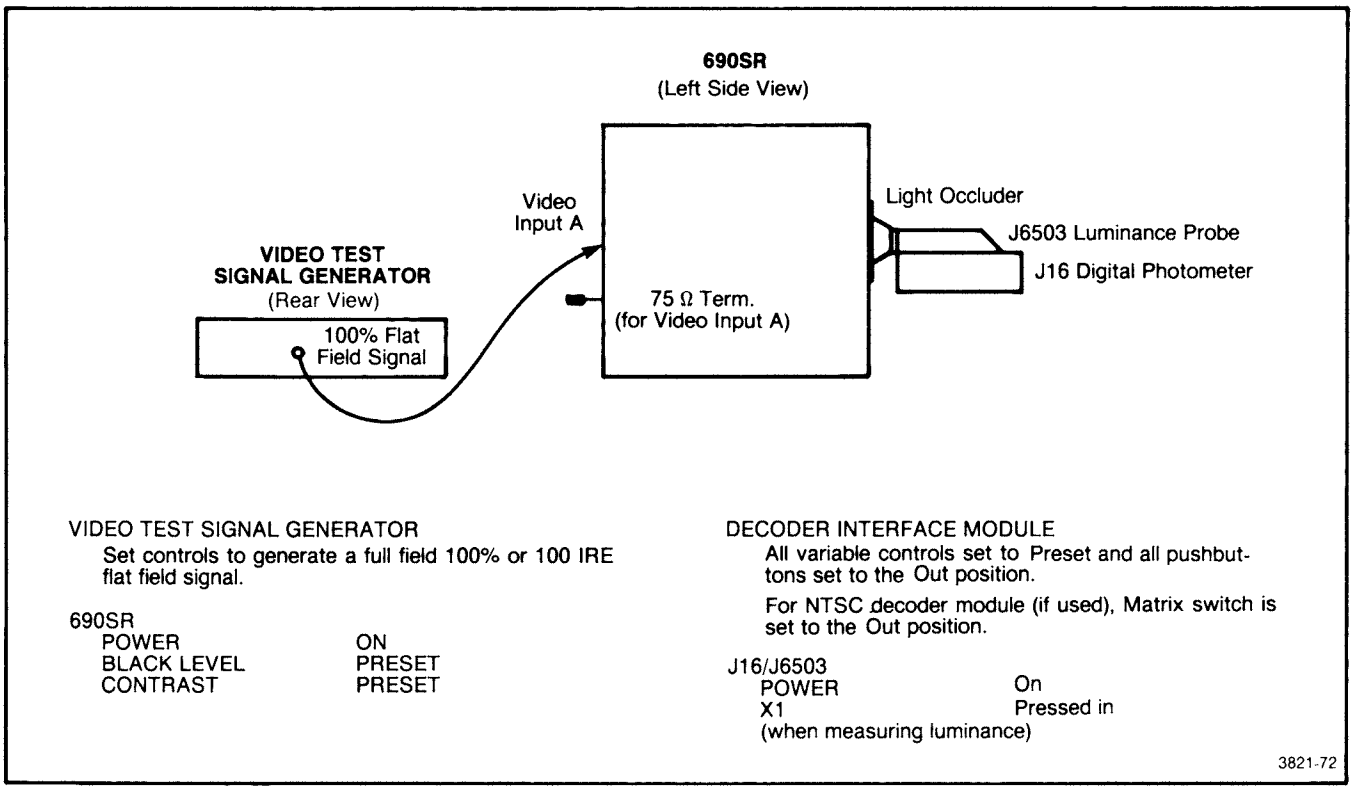

Fig. 7-3. Equipment setup conditions for adjusting overload threshold.
a. Use Fig. 7-3 as a guide for the equipment setup conditions and control settings.